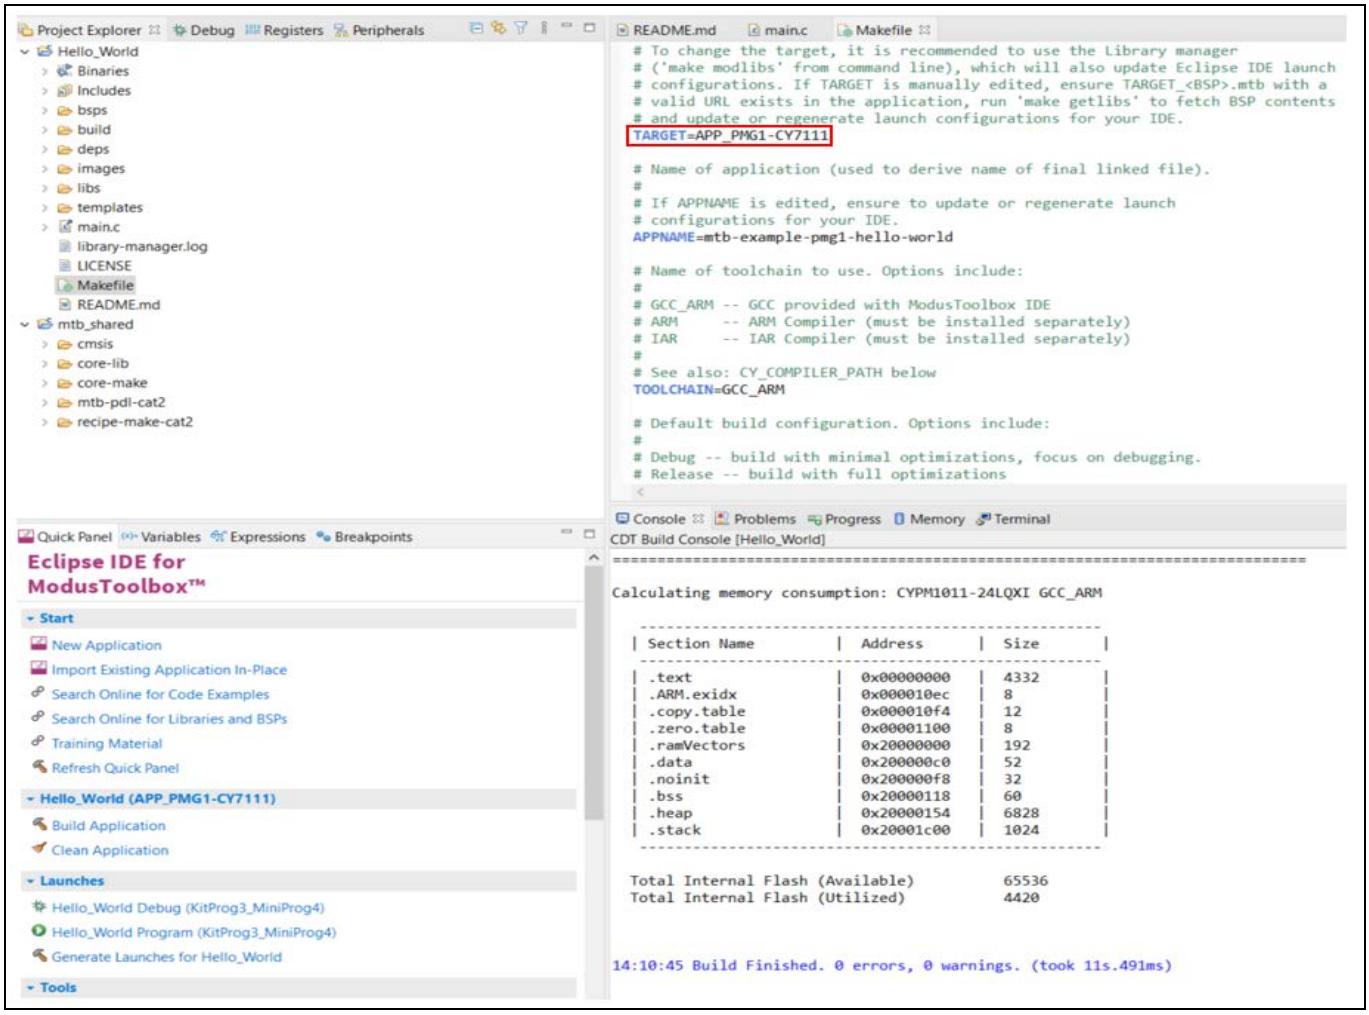

Figure 31　ターゲット名の編集
3. Makefile で、ターゲット名が前の手順で選択した新しい BSP に変更されます。Figure 31 を参照してください。